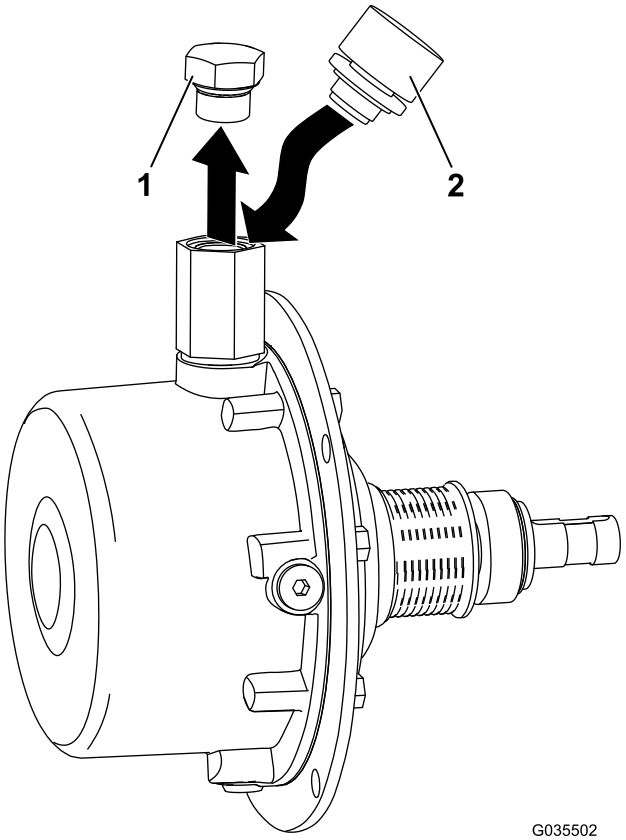

図 1
2. ベントアダプタからプラグを外す図 1。
3. ベントアダプタにベントを取り付ける図 1。